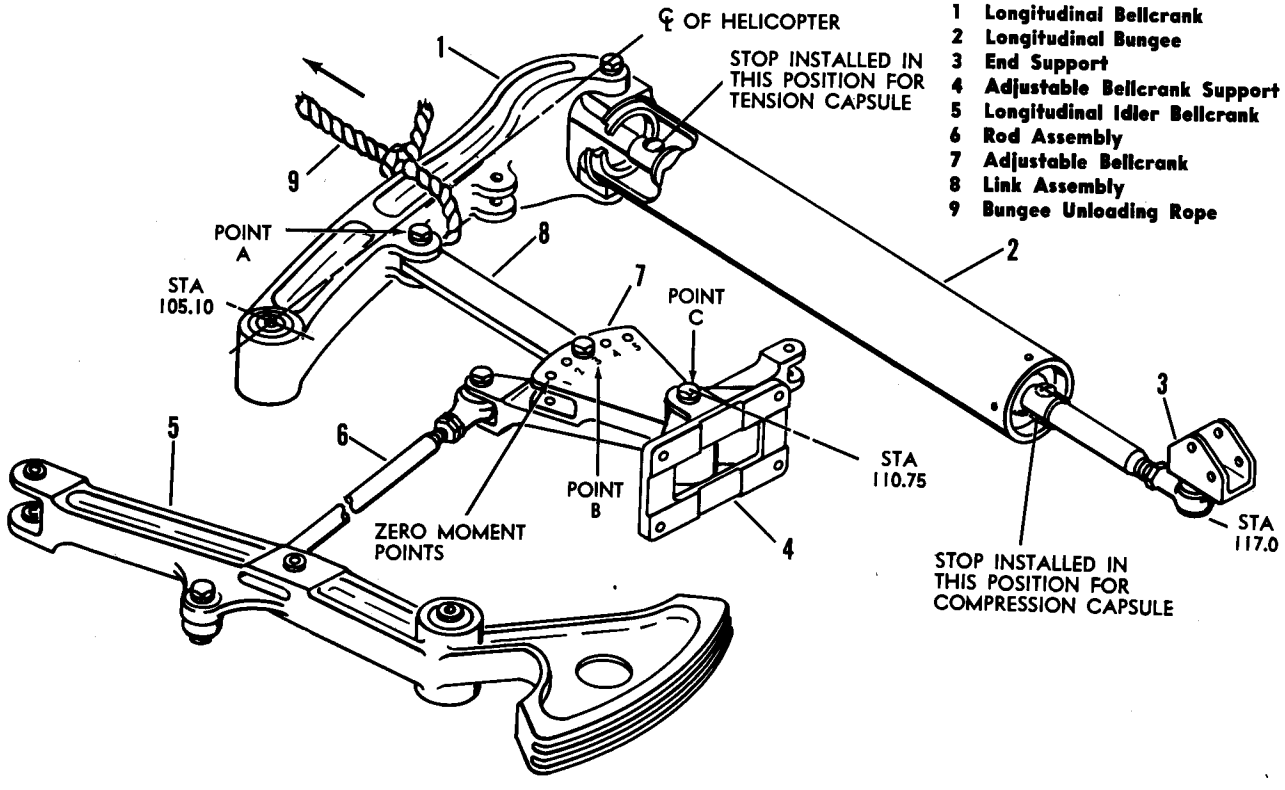

Figure 2-28A. Longitudinal Bungee Adjustment (Sheet 1 of 3)
2-145. LONGITUDINAL BUNGEE. (See figure 2-28A.) At initial installation, prior to flight test of the helicopter, the longitudinal bungee should be rigged with the link assembly (8) attached to the longitudinal bellcrank (point A) and hole number 3 (point B) of the idler (7). The pivot point of the idler (point C) and points A and B should all lie in a straight line when the
bungee is properly rigged and the cyclic stick is in the neutral position. With the bungee connected to the longitudinal control system in this manner, the cyclic stick will have its zero moment in the neutral position and bungee force will be distributed equally forward and aft of neutral. This setting should be adequate to balance out any loads in the longitudinal control system. However, if further adjustment of the bungee is necessary, the zero moment may be changed by connecting the link assembly (8) to one of the four other holes in the idler (7). Changing the zero moment changes the distribution of the bungee force so that the bungee assist will be of a different magnitude when the cyclic stick is forward of neutral by any given amount than when the stick is aft of neutral by the same amount. The table in figure 2-28A lists the amount and direction of force supplied for the various zero moment settings when the bungee is installed as a tension and as a compression capsule.
2-145A. ADJUSTMENT PROCEDURE. (See figure 2-28A.) The longitudinal bungee can be adjusted to function either as a tension capsule or as a compression capsule. When assembled as a tension capsule, the bungee will act in the direction of cyclic stick movement and away from the straight line position of points A, B and C. That is, if the cyclic stick is moved forward of its neutral position, the bungee assist will be exerted in a forward direction, tending to move the stick forward. If the stick is moved aft of neutral, the bungee assist will tend to move the stick aft. This results in an unstable bungee condition, since the bungee force is always acting to keep points A, B, and C out of the straight line condition. If the bungee is assembled as a compression capsule, the bungee force will act to keep points A, B and C in a straight line. Thus, when the cyclic stick is moved forward or aft of its neutral position, the bungee acts against the stick to return it to neutral and bring points A, B and C back into a straight line. The bungee is normally assembled as a tension capsule, but if it is desired to make a compression capsule of the unit, proceed as follows:
When the capsule is in tension (see figure 2-28A), a rope (9) must be tied to the longitudinal bellcrank (1) and pulled in the direction shown to relieve the load on the link (8) so it can be removed or adjusted. The rope must be released gradually to prevent damage to the installation or injury to personnel making the adjustment.
d. Using the above information, refer to the tables in figure 2-28A to determine the best link setting. Under the column headed "If Link is Mounted in Hole", find the number representing the existing setting for the bungee. Under the column headed "Forces in Stick" find the force range which will include the known forces for the existing setting. Read across to the last two columns entitled "Adjust Link to Hole" and "And the Bungee Capsule" to find the new link setting and type of capsule to be used. In the case of the sample problem, the link should be moved to hole 2 and the tension capsule retained.
If, when adjusting bungee, the forces do not fall within any of the limits given in tables in figure 2-28A, check the entire control system for binding or malfunction of parts. The rotor blades should also be checked for proper track and balance.